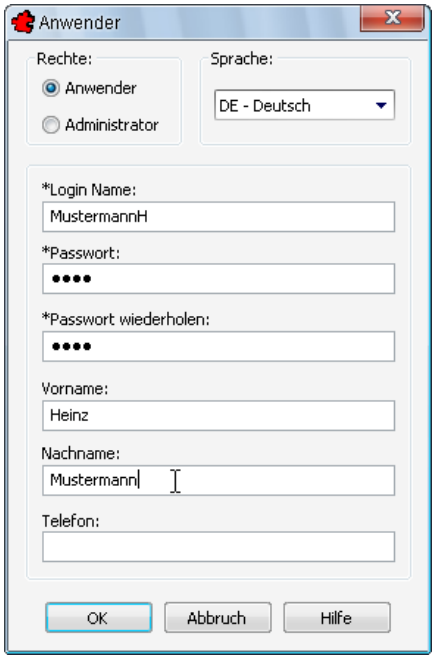

Bild 36.72 – Einrichten eines neuen Anwenders oder Administrators mit Rechtezuordnung.
- Über die Schaltfläche *Neu* wird mit Hilfe der gleichnamigen Dialogbox ein neuer *Anwender* angelegt (Abb. 36.72).